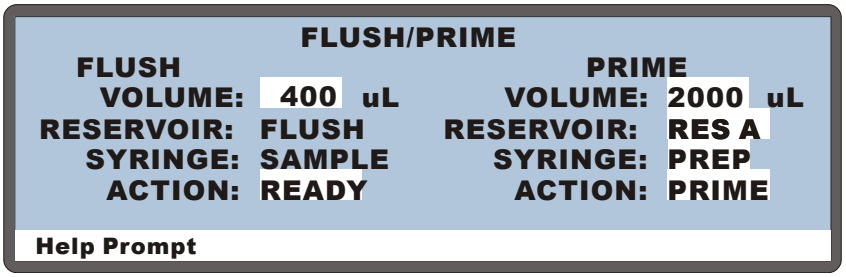

Figure B-50. Initiating a Priming Cycle
2. Press **Menu** and **6** to go to the **FLUSH** screen (see Figure B-50).